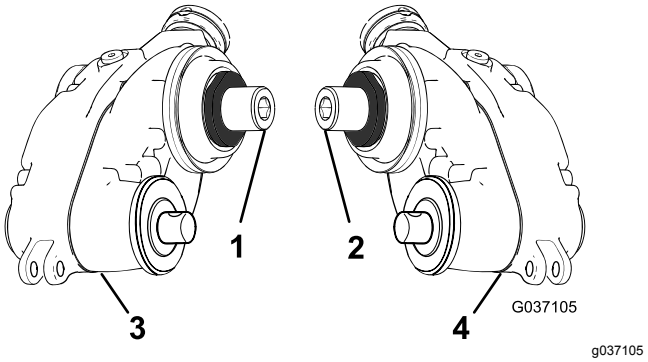

**Figur 8**
1. Lokalisera trimmardrivningslådorna för höger- och vänsterdrivning. Se Figur 8.